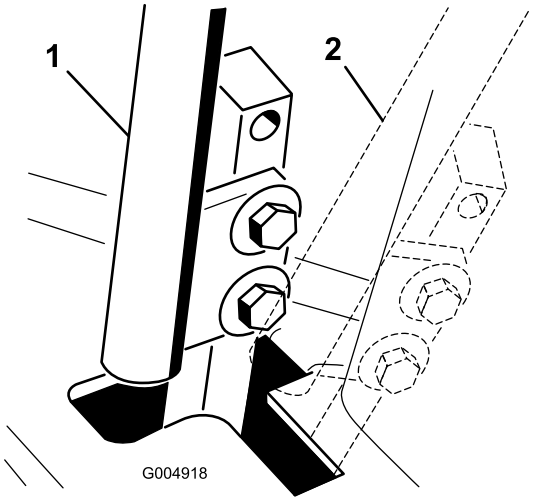

Figur 57
4. Flyt bevægelseshåndtaget til den neutrale position, men **ikke låst** (Figur 57).
6. Kontroller, hvor bevægelseshåndtaget er i forhold til hakket i konsollen (Figur 57).